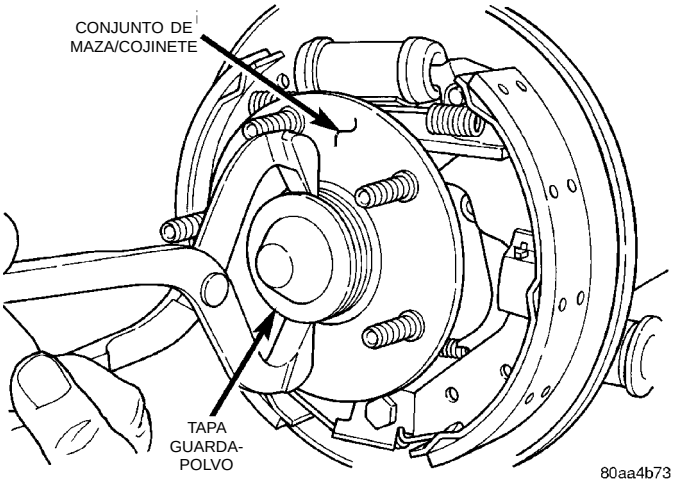

Fig. 90 Tapa guardapolvo de maza/cojinete
(1) Eleve el vehículo sobre gatos fijos o céntrelo sobre un elevador. Consulte Elevación en la sección Lubricación y Mantenimiento de este manual.
(2) Retire del vehículo el conjunto de rueda y neumático trasero.
(3) Retire la tapa guardapolvo (Fig. 90) del conjunto de la maza y cojinete trasero.